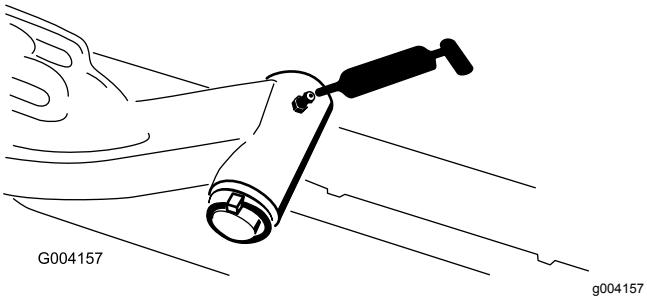

Figuur 79
- Draaias van hefarm (1) (Figuur 79)